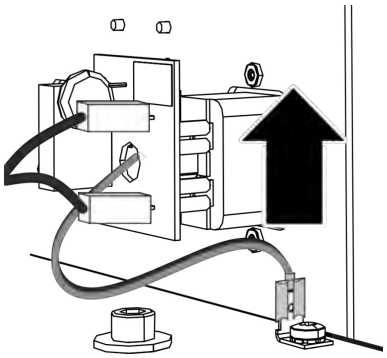

Fig. 50: Disconnecting the ground cable
3. Disconnect the ground cable of the overvoltage protection (*Fig. 50*).
3. Route the ground cable through the hole of the overvoltage protection board and plug in the plug socket of the mains plug (*Fig. 50*).